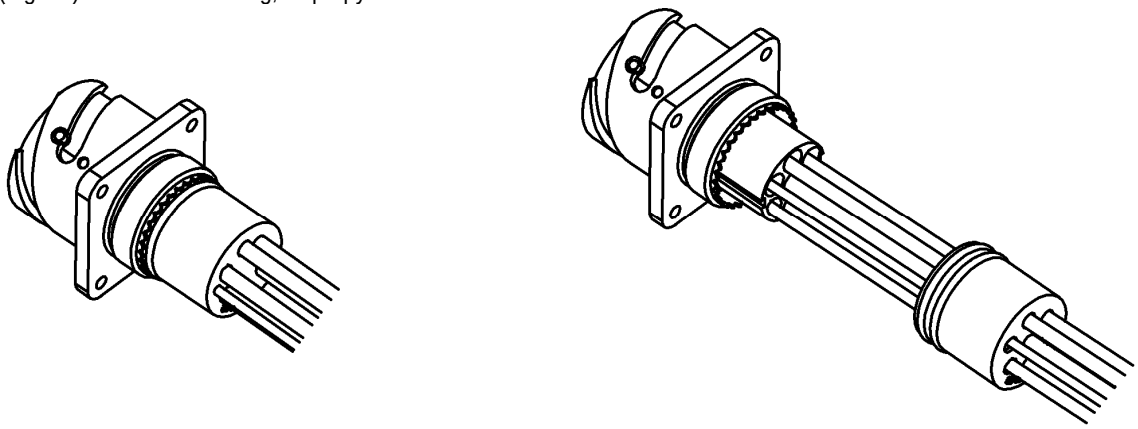

Fig. 19
Step 5.1: Disassemble any accessories present until the rear grommet is visible. Move it away from the insert by sliding it along the cables (Fig. 19). To facilitate sliding, isopropyl alcohol can be used as a lubricant.